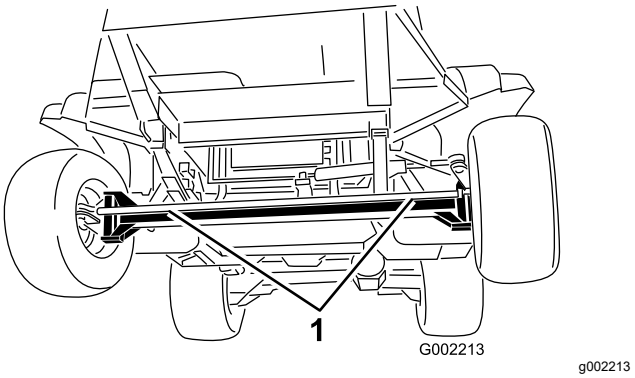
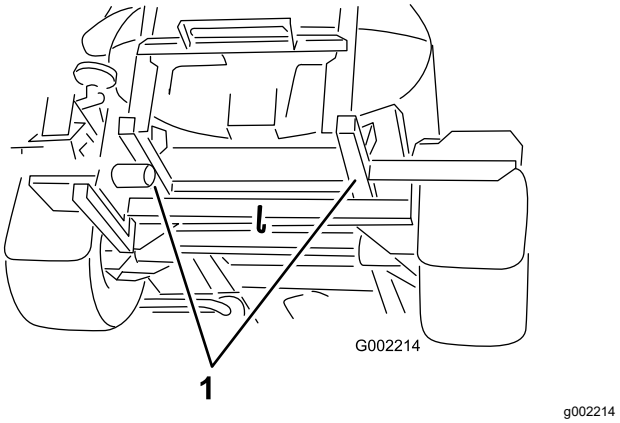

Figure 49
Figure 50
4. Affix a tow line to the frame; refer to the front and rear towing points (Figure 49 and Figure 50).